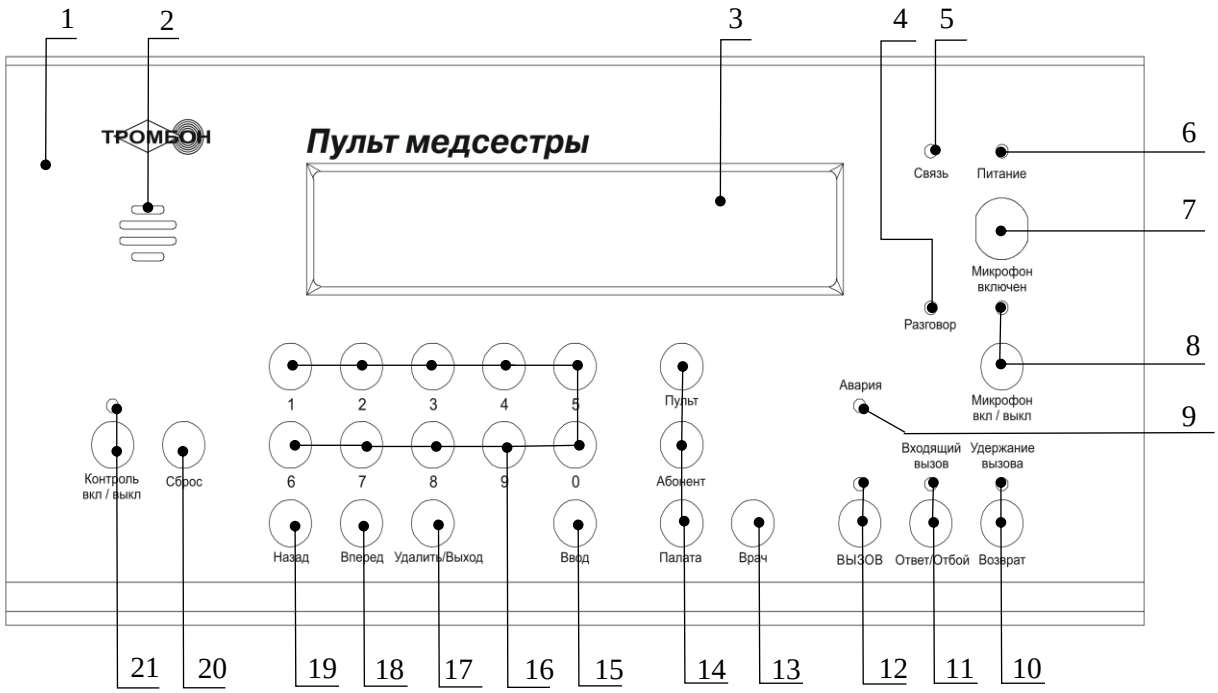

Рисунок 1 – Лицевая панель Пульта.
4) Включите питание на Блоке ЛБС. Проконтролируйте свечение индикатора «Питание» и мигание индикатора «Связь» на лицевой панели Пульта (рисунок 1: поз. 5, 6).
В нормальном режиме работы системы на лицевой панели Пульта не должен гореть индикатор «Авария» (рис. 1, поз. 9).